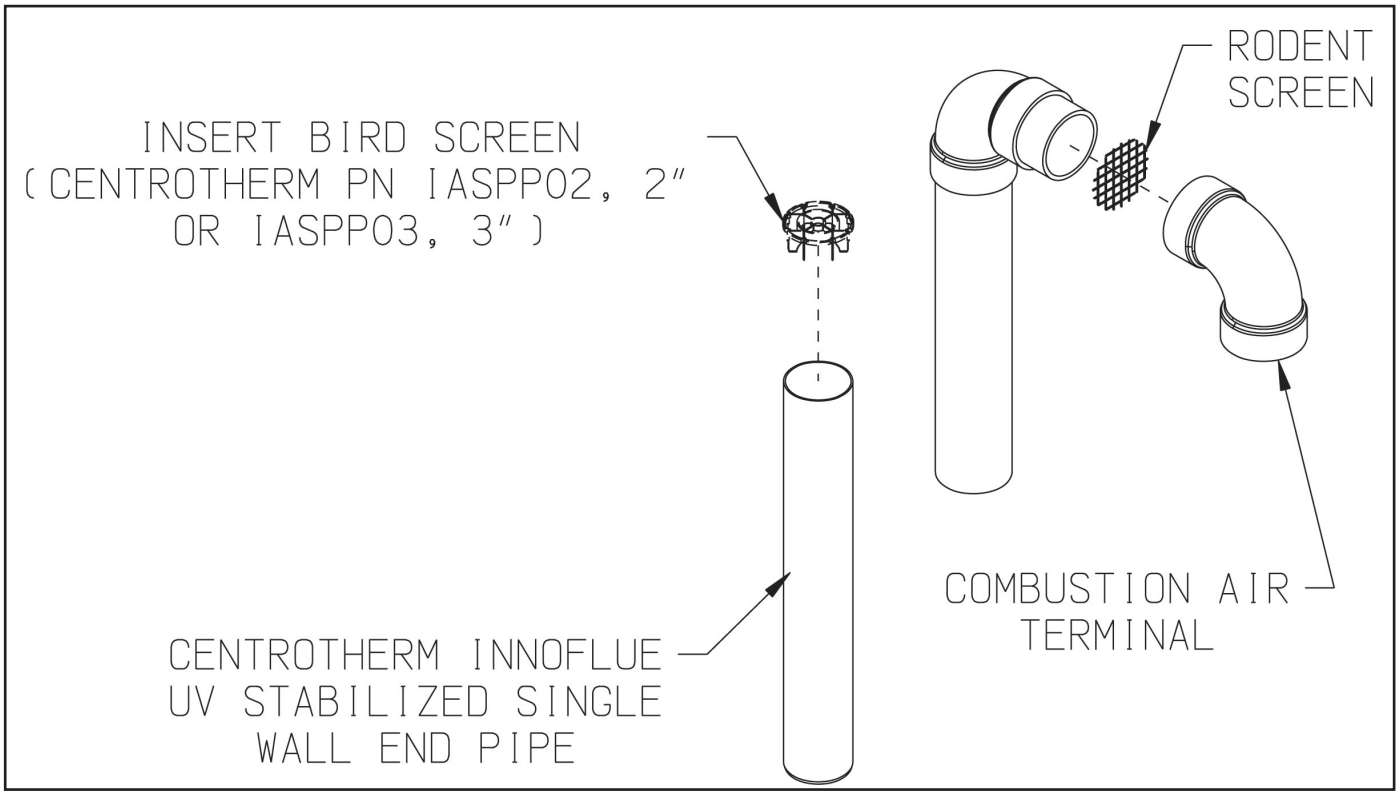

Figure 7.46: Installation of Centrotherm InnoFlue UV Stabilized Single Wall Vertical Terminal
a. See Figure 7.46 for the proper orientation of twin pipe vertical terminals.
c. A 180° bend (or two 90° elbows) are installed on the top of the air intake pipe. If two 90° elbows are used, the rodent screen provided can be installed between them (Figure 7.46). If a 180° bend is used, install the rodent screen in the open side of the bend, using a ring made of PVC pipe. If desired, the termination fittings can be attached to the end of the intake pipes with field supplied stainless steel screws so that they can be later removed for cleaning and inspection. If this is done, drill a clearance hole in these fittings and a tap hole in the end of the intake pipes to accept these screws.